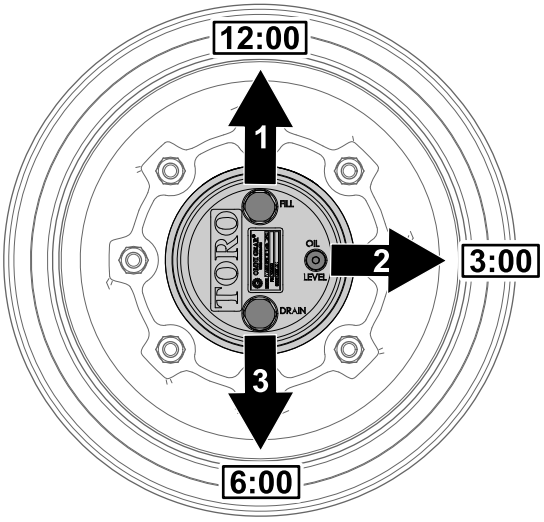

Figur 100
1. Parker maskinen på en plan overflade, og placer hjulet, så den ene påfyldningsprop står i klokken 12-positionen, kontrolproppen står i klokken 3-positionen og aftapningsproppen står i klokken 6-positionen (Figur 100).
2. Fjern kontrolproppen i kl. 3-positionen (Figur 100).
1. Parker maskinen på en plan overflade, og placer hjulet, så den ene påfyldningsprop står i klokken 12-positionen, kontrolproppen står i klokken 3-positionen og aftapningsproppen står i klokken 6-positionen. Se Figur 100 i Kontrol af planetdrevets smøremiddel (side 63).